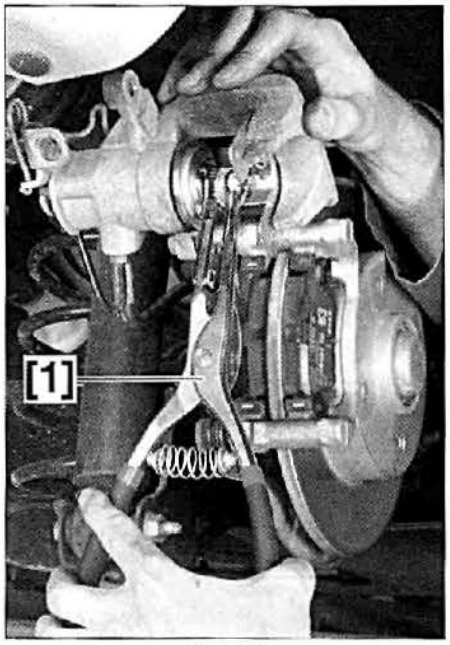

FIG. 10
- empujar hacia atrás el pistón de freno trasero haciéndolo girar en el sentido horario con el útil [1] **(fig. 10).**